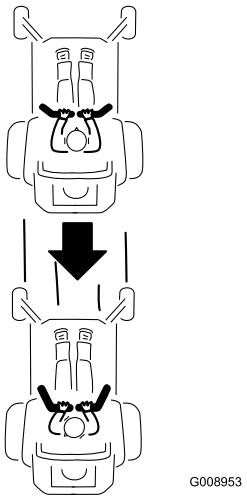

Figur 20
2. För att köra bakåt ser du efter bakom dig samtidigt som du långsamt för rörelsereglagespakarna bakåt (Figur 20).
Kör rakt bakåt genom att trycka lika mycket på båda rörelsereglagespakarna (Figur 20).